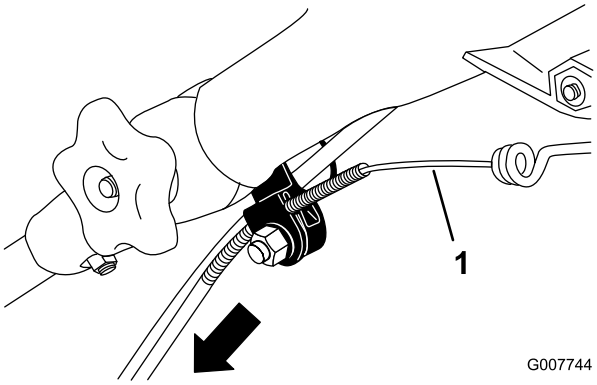

Figuur 33
3. Trek de kabelmantel naar beneden tot de speling in de blootgelegde kabel weg is (Figuur 33).